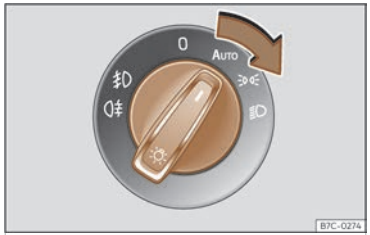

Abb. 77 Schalttafel: Lichtschalter.
• Schalten Sie die Zündung ein und stellen Sie den Lichtschalter in die gewünschte Position ››› **(Abb. 77)**: